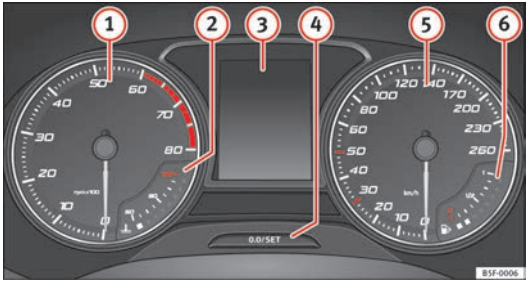

Fig. 38 Instrument panel, on dash panel
Details of the instruments ⇒ Fig. 38:
A variety of information can be viewed on the instrument panel display ⇒ Fig. 38 ③ depending on the vehicle equipment:
- Briefly press the button ⇒ Fig. 38 ④ to reset the trip recorder to 0.
- Keep the button ④ pressed for about 3 seconds and the previous value will be displayed.
- To set the time, keep the button ⇒ Fig. 38 ④ pressed for more than 3 seconds to select the hour or minute display.
- To continue setting the time, press the upper or lower part of the button ④. Hold button down to scroll through the numbers quickly.
- Press the button ④ again in order to finish setting the time.
Hold the button ⇒ Fig. 38 ④ down for more than 15 seconds to display the identifying letters of the vehicle engine (MKB). To do this, the ignition must be switched on and the engine switched off.
The service interval indication appears on the instrument panel display ⇒ Fig. 38 (4).